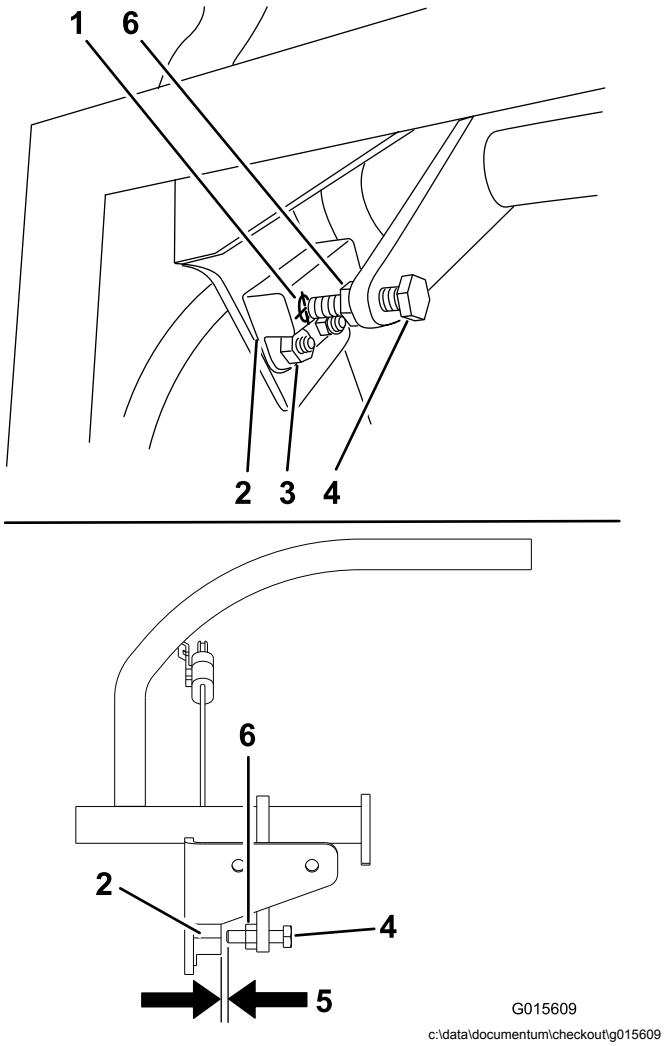

Rysunek 56
1. Upewnij się, że śruba zamocowana do dźwigni sterowania trafia w wypustkę czujnika zbliżeniowego (Rysunek 56).
2. W razie potrzeby poluzuj śruby i wyreguluj czujnik zbliżeniowy tak, aby jego wypustka trafiała w śrubę zamocowaną do dźwigni sterowania (Rysunek 56).
3. Sprawdź odległość od śruby do czujnika zbliżeniowego, musi ona wynosić między 0,51 a 1,02 mm, jak pokazano na Rysunek 56.
5. Po wyregulowaniu śruby dokręć przeciwnakrętkę (Rysunek 56).